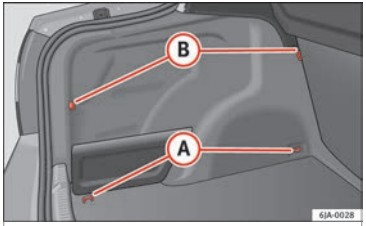

Fig. 162 Luggage compartment: retaining elements.
The following retaining elements are fitted in the boot **»» Fig. 162**:
The front ring (B) is below the folding back-rest of the rear seats ››› Fig. 162.